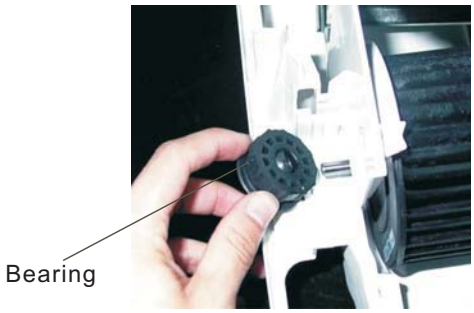

Fig 14
3.After removing the bearing (refer to fig14) , indoor fan can be taken out from the left side.